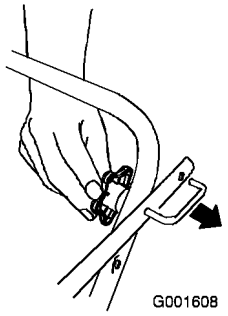

Figure 3
2. Desserrez les boutons et retirez les boulons (Figure 3).